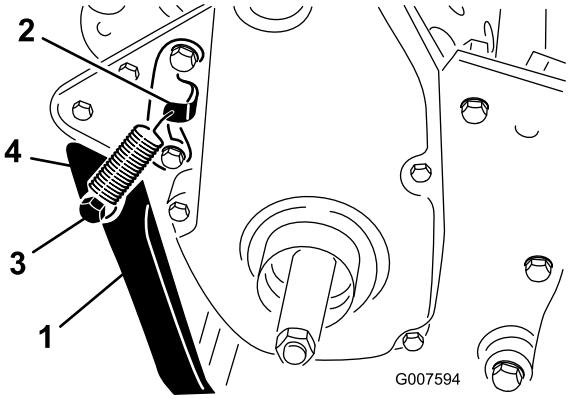

Figur 6
2. Haka fast fjädern i hålet i fjäderfästet och på fjädertappen samtidigt som du passar in stödet efter monteringshålen i den bakre ramen (Figur 6).
3. Montera stödet på båda sidor om ramen med en skruv, låsbricka, distansbricka, planbricka och låsmutter (Figur 6). Distansbrickan ska sitta i stödets monteringshål.